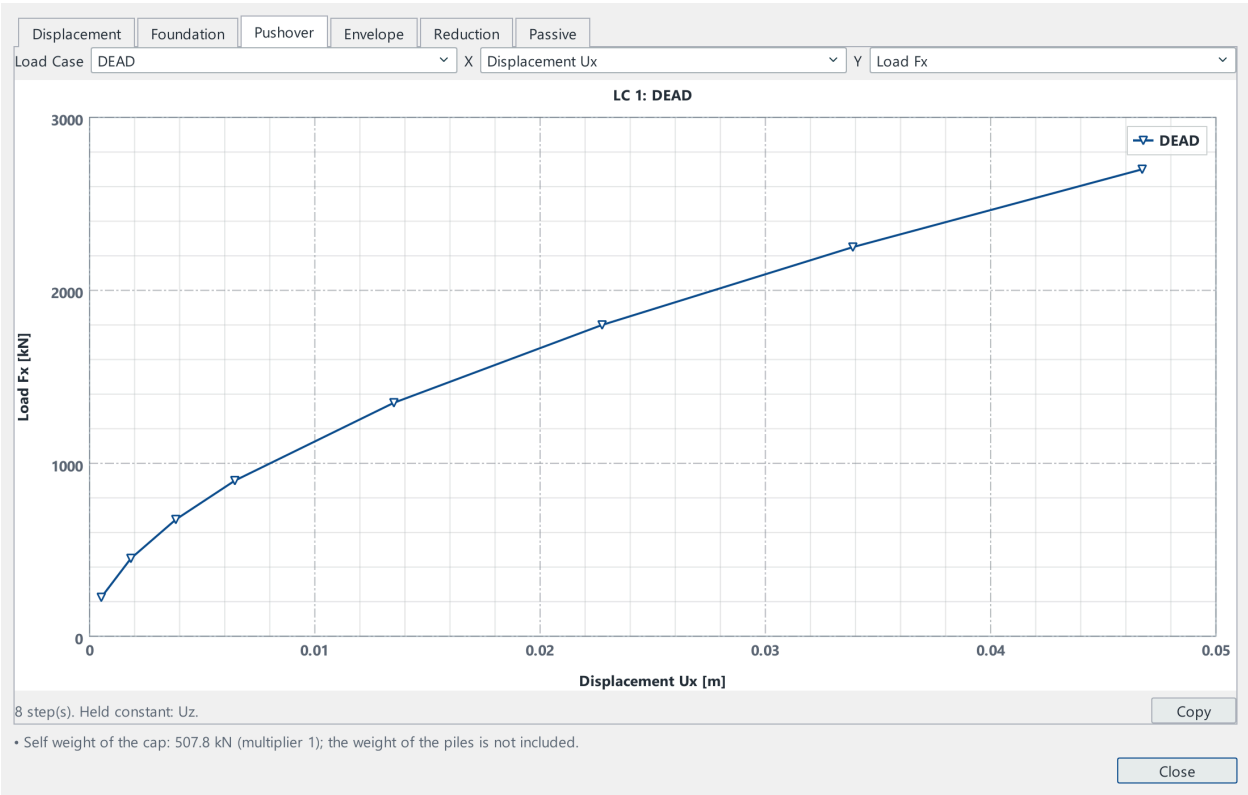

Figure 13.9 — Show Cap Response, Pushover
Pushover. For a pushover case, the page plots a displacement of the cap (X) against a load component or the load factor (Y) over the converged steps, and states the number of steps and the components held constant (Figure 13.9).